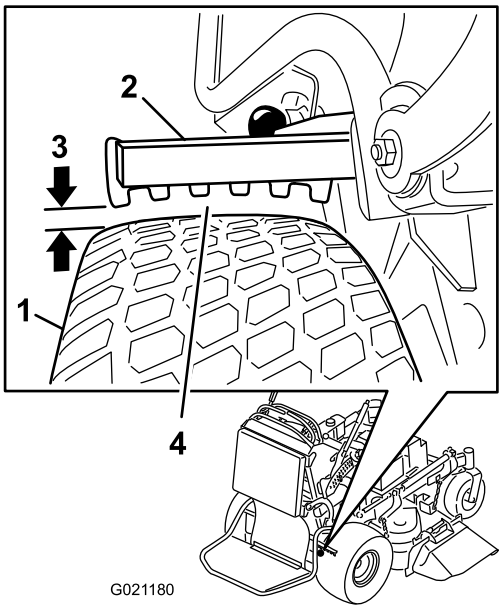

**Figuur 62**
6. Aan de zijde met de kleinste speling moet de afstand 3 tot 6 mm bedragen zoals afgebeeld op Figuur 62; zie Remmen afstellen (bladz. 46) als afstelling vereist is.
5. Stel de gaffel af (Figuur 62).